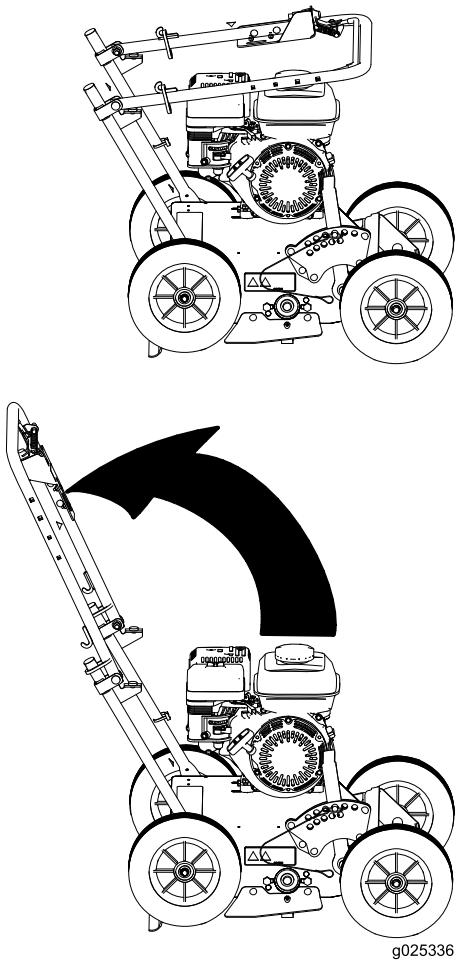

Figura 4
1. Eleve el manillar a la posición de operación (Figura 4).
2. Deslice los anillos de bloqueo ovalados por cada lado del manillar superior y sobre el manillar inferior para unir ambas secciones del manillar (Figura 4).